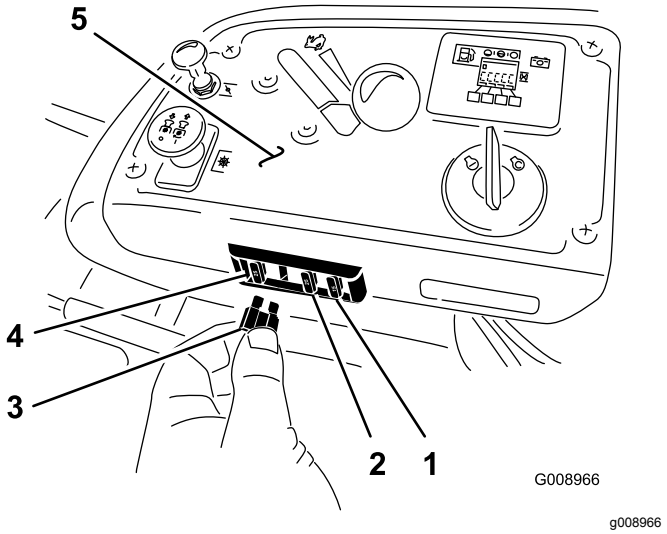

Figura 66
1. Los fusibles están situados en la consola a la derecha del asiento (Figura 66).
3. Instale un fusible nuevo (Figura 66).